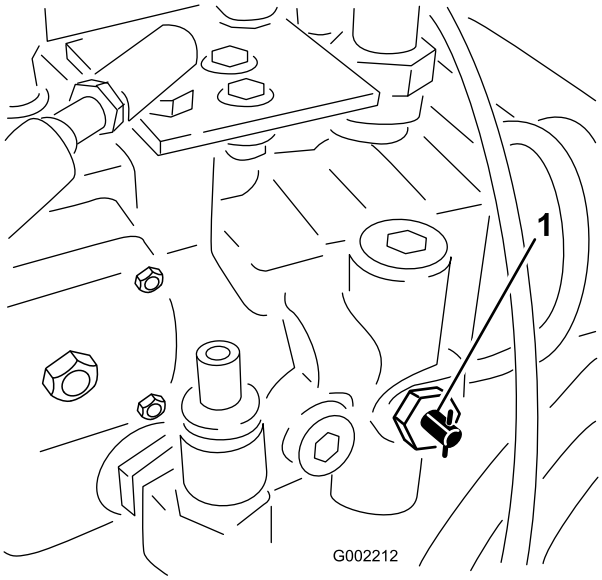

Figur 26
1. Drej trækventilen (Figur 26) 90 grader i den ene eller anden retning for at åbne den.